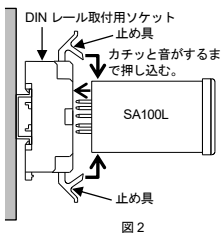

図 2
*3.* ソケット上下にある止め具を本機器の穴に入れ、固定します。(図 2)